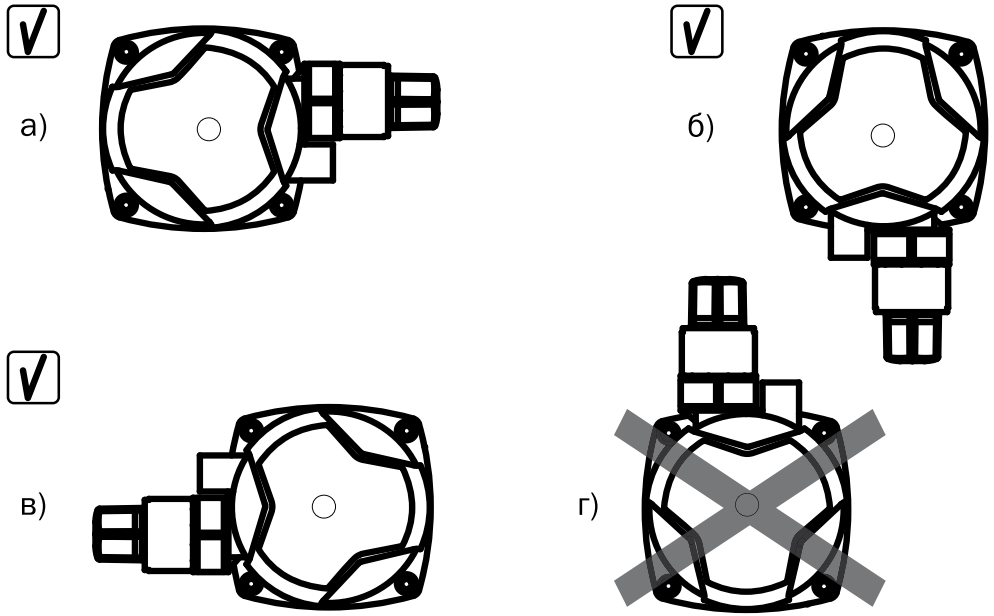

Рис.5 Правильное расположение насоса.
• До монтажа насоса в систему необходимо удостовериться, что положение блока управления насоса после его установки будет правильным. Правильное расположение - штекерный разъем снизу, справа или слева. см. Рис.5 (а, б, в).
Возможна ситуация, когда при расположении насоса в соответствии с направлением движения теплоносителя в системе отопления, положение блока управления окажется неправильным, см. Рис.5 (г). В такой ситуации необходимо развернуть статор насоса вместе с блоком управления, чтобы он оказался в правильном положении.